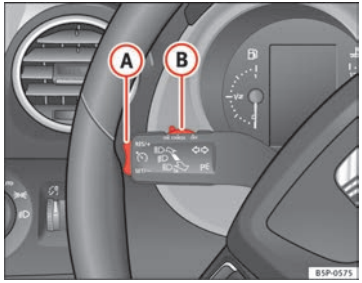

Fig. 152 Leva degli indicatori di direzione e degli abbaglianti: interruttore e tasto di comando del regolatore di velocità
– Premere la parte superiore del tasto **RES/+** ⇒ fig. 152 (A) per aumentare la velocità. La velocità sale finché si tiene premuto il tasto. Il sistema memorizza come parametro di riferimento la velocità raggiunta nel momento in cui si lascia andare il tasto.
Se si riduce la velocità schiacciando il pedale del freno, il regolatore si disattiva. Per riattivare il regolatore di velocità si deve premere una volta sulla parte superiore del tasto **RES/+** ⇒ fig. 152 (A).